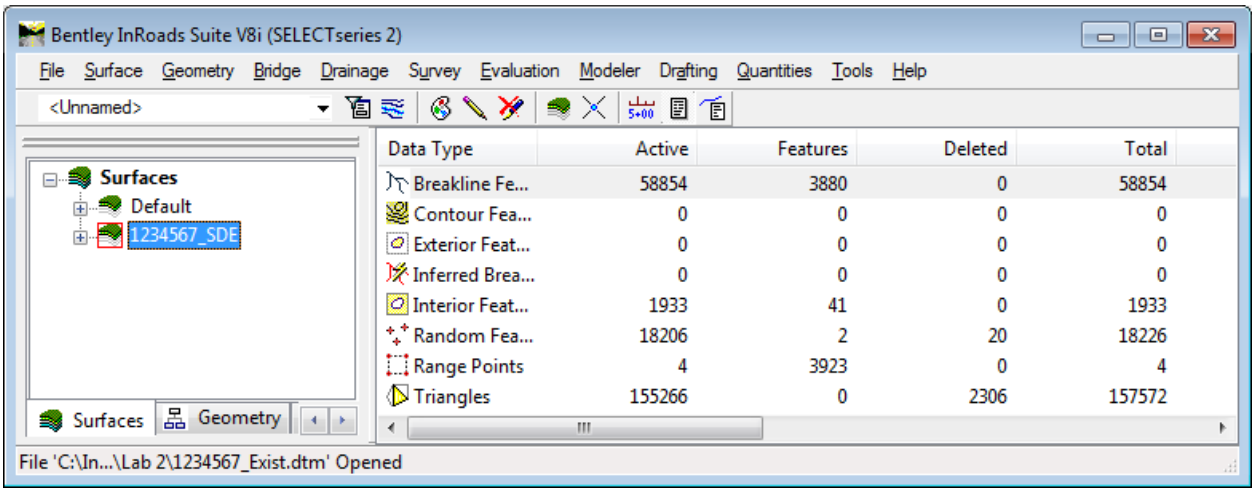

Figure L2-5 Main InRoads Window
14.	**Make the InRoads Surface tab the active tab** • In InRoads, Right mouse click over any of the tabs in the Workspace Bar and select **Surfaces**. • Verify your view matches that shown in *Figure L2-5* and that the **Surfaces** tab is the active tab showing the **Surface(s)** listed.